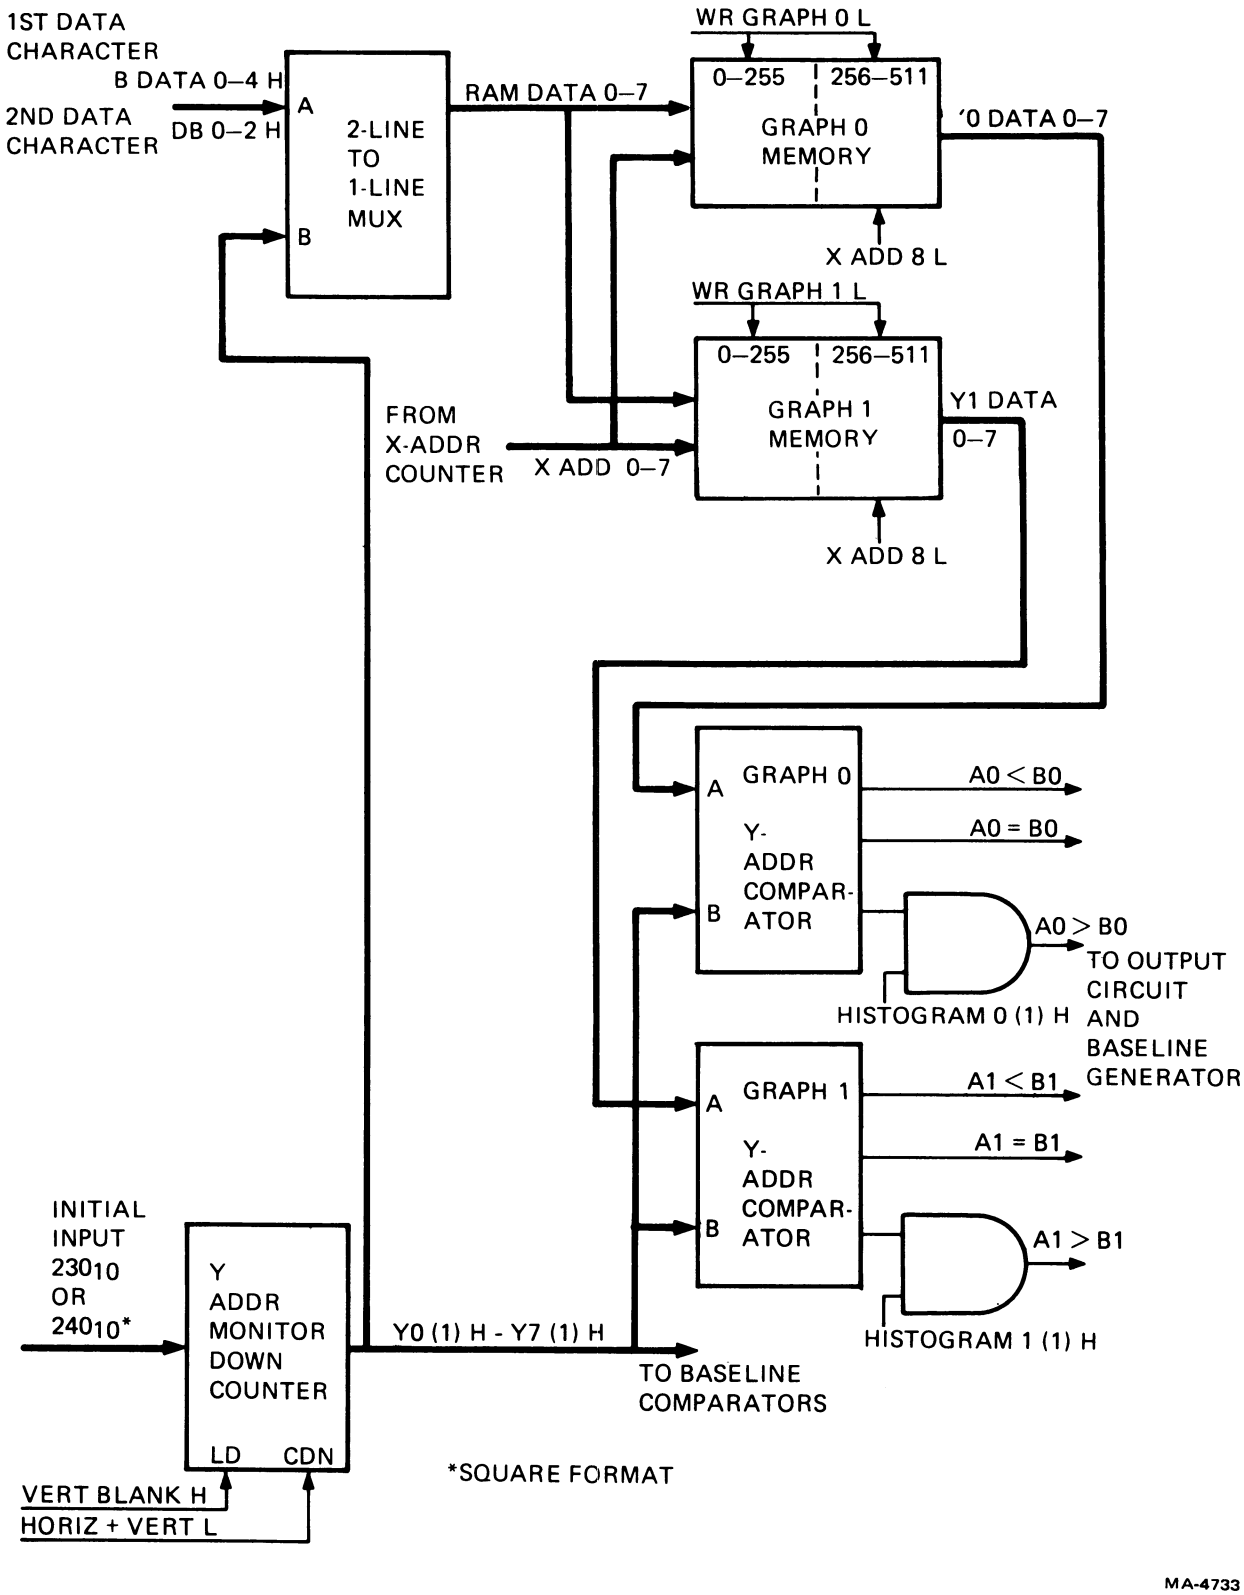
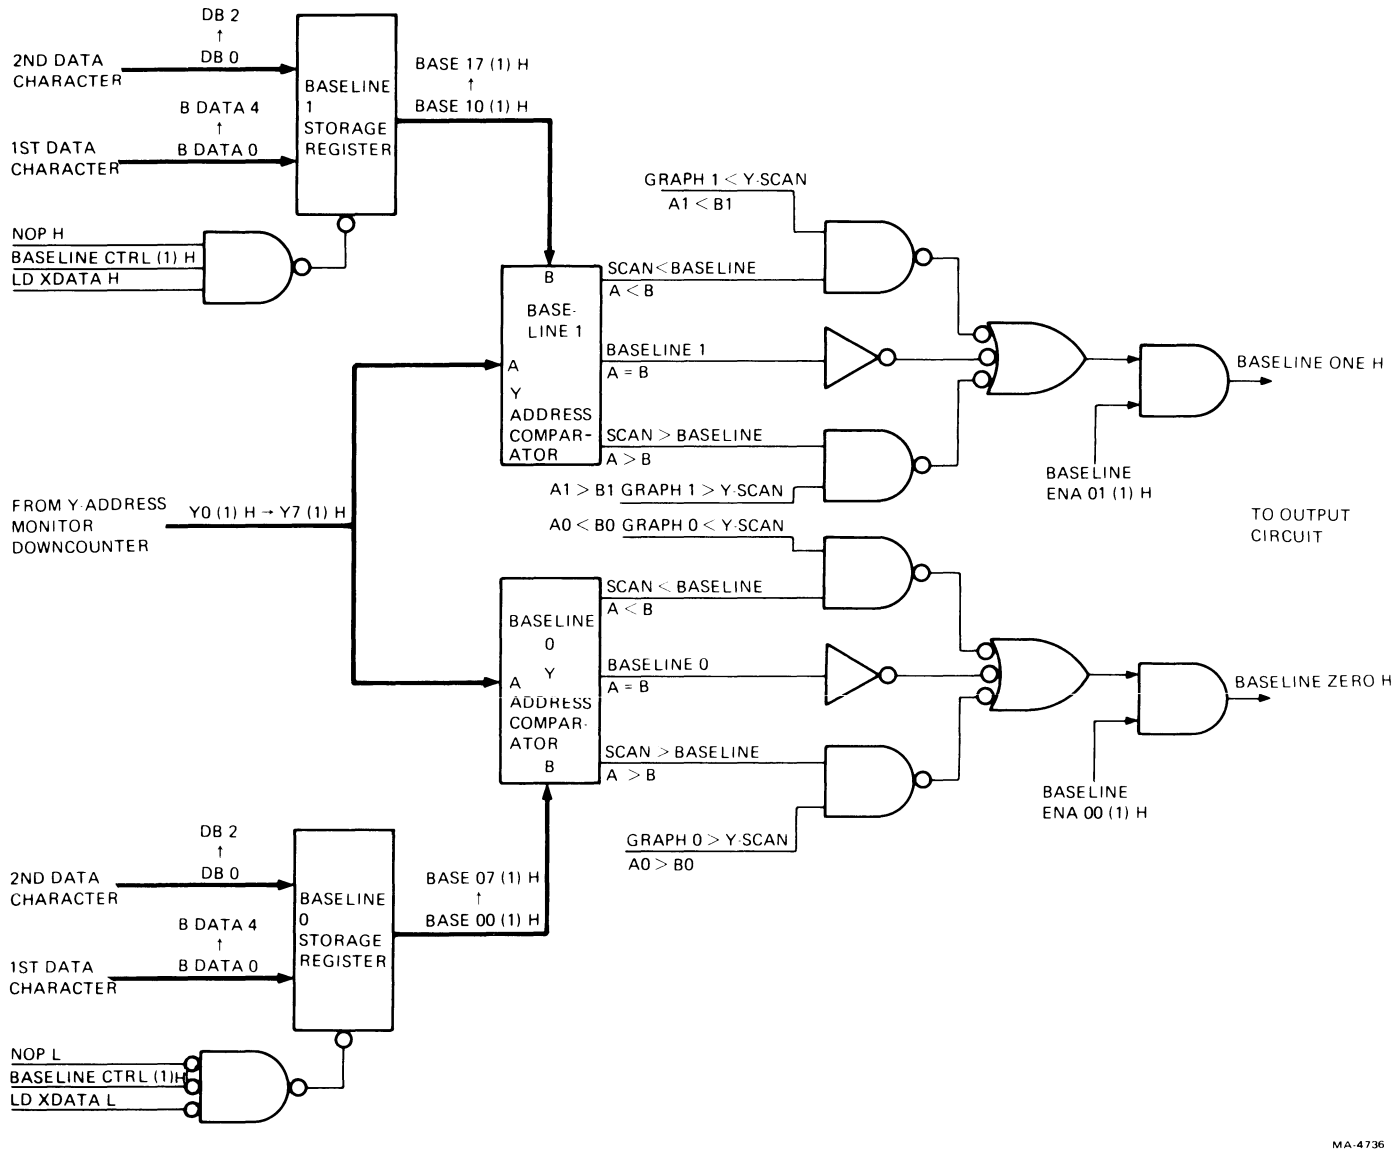

Figure 6-24 Graph Memory and Y-Address Monitor
Figure 6-25 Baseline (Shade Line) Registers and Comparators
The second and third characters of a load graph instruction form an 8-bit Y-value. This data passes through a two-line to one-line multiplexer becoming RAM DATA 0–7 (1) H, (Figure 6-24). The data is then written into memory in the address, XADD 0–7, from the X-address counter.
6.4.1.10 Generating Baselines (Shade Lines) (Figure 6-24) – Data bit 0 in the second data character following a load register 0 creates a signal called BASELINE CTRL (1) H. If high, this signal loads a baseline for Graph 1; if low, it loads a baseline for Graph 0. (See Paragraph 6.4.1.7 for loading register 0.)
Without a Baseline (shade line) Enabled – Enabling a histogram intensifies points below a graph to the bottom of the graph drawing field. Data bits 3 or 4 in register 0 enable HISTOGRAM 0 (1) H and HISTOGRAM 1 (1) H, respectively. These signals, shown in Figure 6-24, enable all points below the graph determined by the Y-address comparator.
With a Baseline (shade line) Enabled – When its baseline is enabled, a graph is shaded between the graph line and its baseline. To do this, two sets of comparators are used. One comparator, shown in Figure 6-24, monitors the position of the graph with respect to the current scan. The other (Figure 6-25) compares the position of the baseline with that of the current scan. Together, they determine the points to be intensified. The baseline can be moved up or down, and the intensified area changes accordingly.